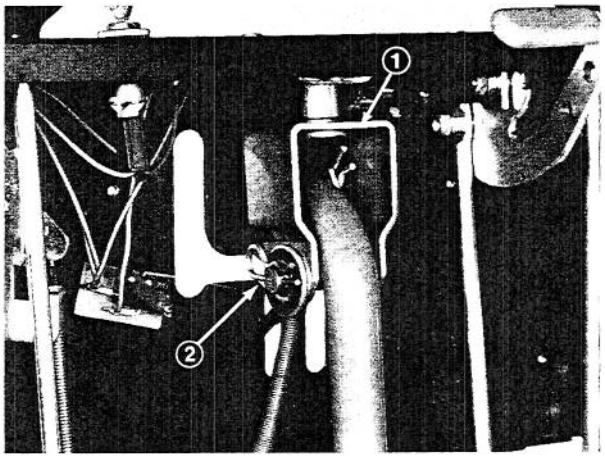

Figure 36
2. Disengage back of wheel drive control from U-shaped pivot bracket by removing hair pin cotter, flat washer and clevis pin (Fig. 36). Move control away from U-shaped pivot bracket.
3. If snowthrower drive does not disengage, rotate U-shaped pivot bracket (Fig. 36) inward one complete turn.
4. Install back of wheel drive control between U-shaped pivot bracket with clevis pin, flat washer and hair pin cotter (Fig. 36). Head of clevis pin must be on right side.